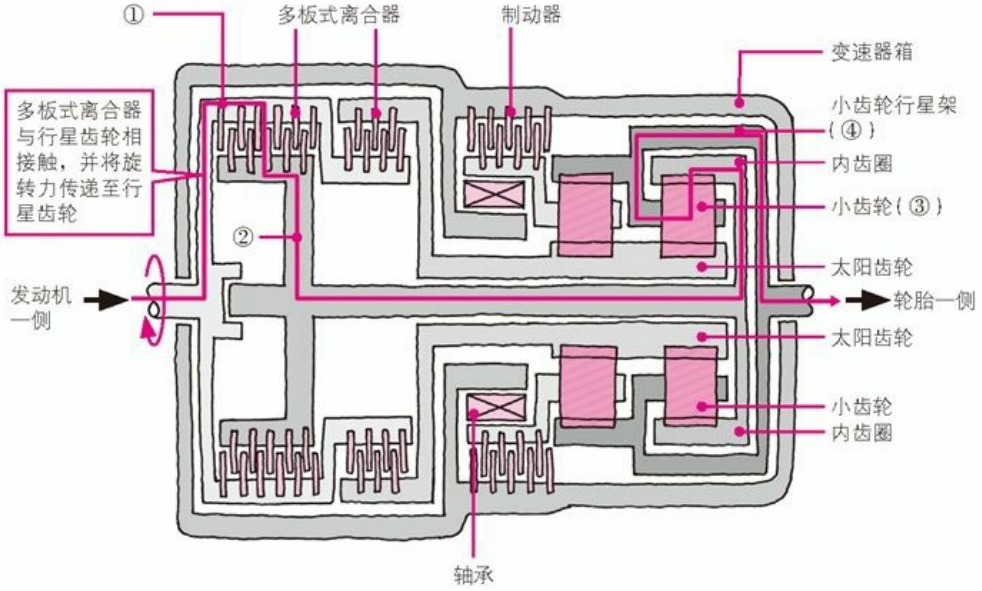

图3.13　行星齿轮中使用的多板式离合器
与讲解发动机和锁止时所介绍的离合器相同，这里使用的离合器装置也是利用摩擦片切断或传递旋转力的。但它不是位于发动机之后的大圆盘状的装置，而是重叠了几个小圆盘状的离合器的多板式离合器（图3.13）。
图3.13是装有行星齿轮和多板式离合器的变速箱的剖面图。图左侧的线是多板式离合器，右侧着色的长方形是行星齿轮中的小齿轮。图中并排着两组行星齿轮。啮合哪一个多板式离合器，决定了要将旋转力传递到行星齿轮的哪个齿轮。例如，啮合左上角的多板式离合器（①）时，旋转力随箭头所指通过中心轴（②）传递到右侧的小齿轮（③）。随后经过小齿轮中心时，小齿轮行星架（④）开始转动，将旋转力传递至轮胎。自动变速器就是通过如此复杂的切换自动变速的。